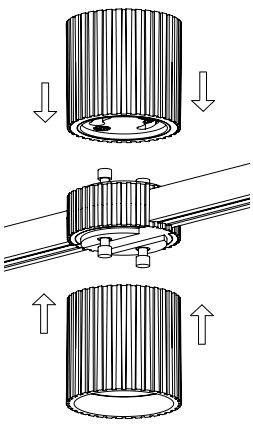
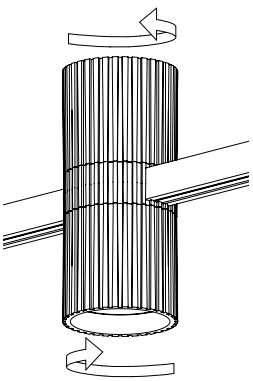
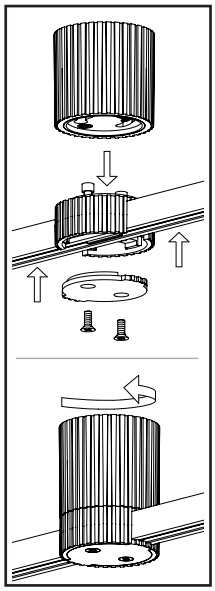

Fig. 3
Fig. 4
Fig. 5
3. Install the **Cylinder Light Engine** to the **Hub** by inserting the contacts on the Hub into the slots on the Light Engine (Fig. 3), then twisting the Light Engine to the ends of the slots (Fig. 4). **Note:** Flip **Hub Cover** to change to single direction (Fig. 5).